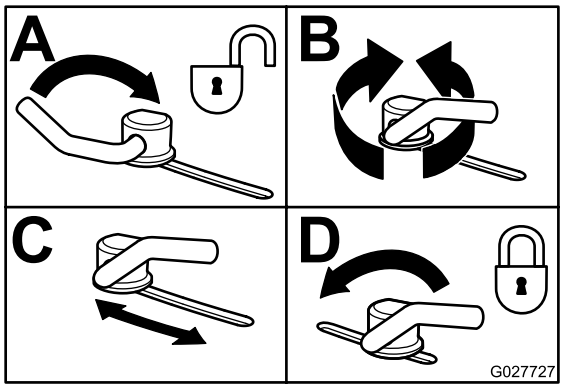

Figur 30
3. Sving spaken opp for å løsne kamlåsen for å justere kamlokkene (Figur 30).
5. Sving spaken tilbake over for å stramme til skjermen og kamlåsene (Figur 30).